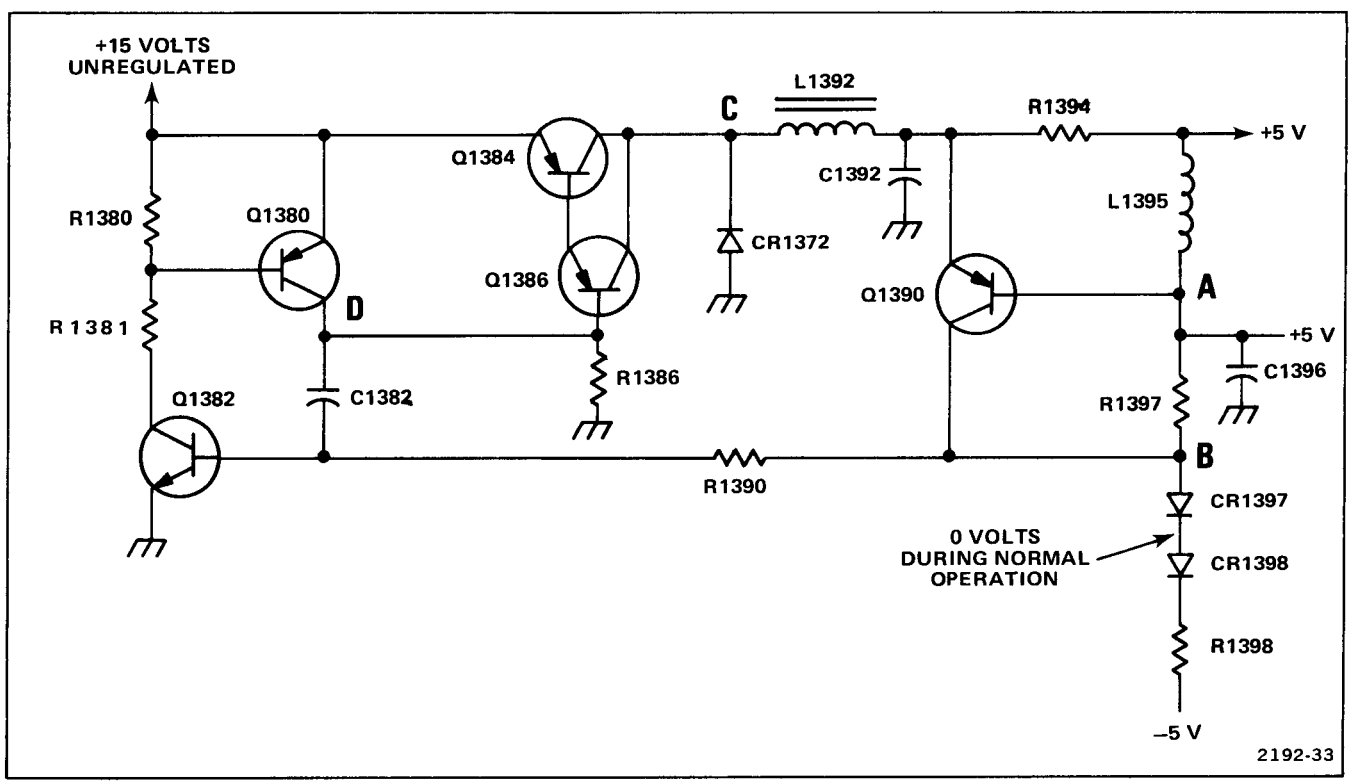

Fig. 6-54. Simplified diagram of the High-Effeciency +5 Volt Supply.
Figure 6-54 shows a simplified diagram of the High Efficiency +5 Volt Supply. This is a switching supply. Q1384 and Q1386 are the switching transistors. Q1380 and Q1382 control the switching transistors. Q1390 provides current limiting.
1. Assume point A (see Fig 6-54) is at +5 volts. This sets point B at +0.7 volt which holds on Q1380 through Q1382. When Q1380 turns on, the switching transistors turn off. At this time, the collapsing magnetic field of L1392 supplies the load current and charge current to C1392. CR1372 clamps point C at −0.7 volt and completes the current path while the switching transistors are off. If CR1372 was not in the circuit, point C would rapidly go very negative when Q1384 turns off.